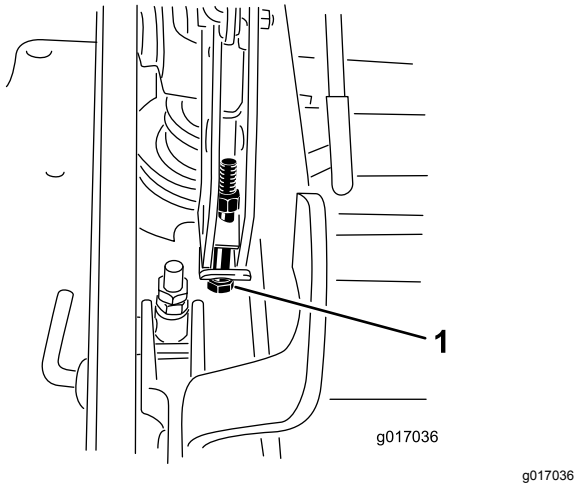

**Figuur 99**
12. Als het maaidek te laag is, draai dan de stelbout van het enkelpuntssysteem vast door deze rechtsom te draaien. Als het maaidek te hoog is, draai dan de stelbout van het enkelpuntssysteem los door deze linksom te draaien (Figuur 99).